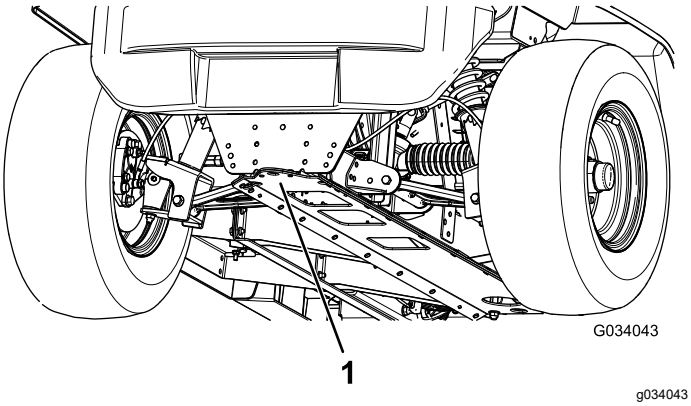

Figur 24
- Løftepunktet foran på maskinen findes forrest på stellet bag anhængertrækstangen (Figur 24).